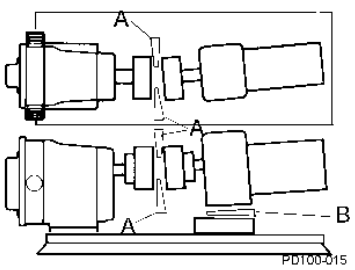

Afbeelding 19 - Hoekuitlijning controleren
1. Door gebruik van voelermaten of conische ijkmaten (Afbeelding 19, items A en B), controleert u de uitlijning op vier punten elke 90 graden rond de koppeling; **op elk punt past u aan tot een gelijke afmeting**.